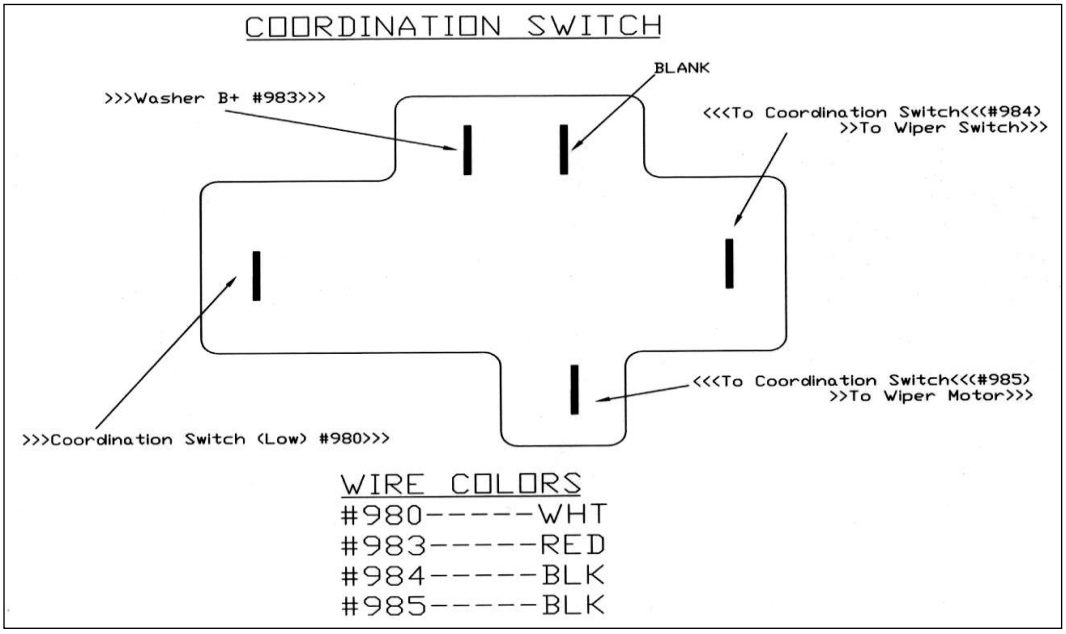

Figure 7-22 Coordination Switch
7.12.2 The connections for the Coordination Switch on the floor near the drivers kick panel are illustrated in **Figure 7-22.** The Coordination Switch wires and the Headlight Dimmer Switch wires are bundled together. After connecting the Coordination Switch wires, connect the following for the Dimmer Switch: Dimmer Switch B+ #907 to the center spade terminal, Dimmer Switch (Low Beams) #909 and Dimmer Switch (High Beams) #908 each to one of the outside spade terminals.